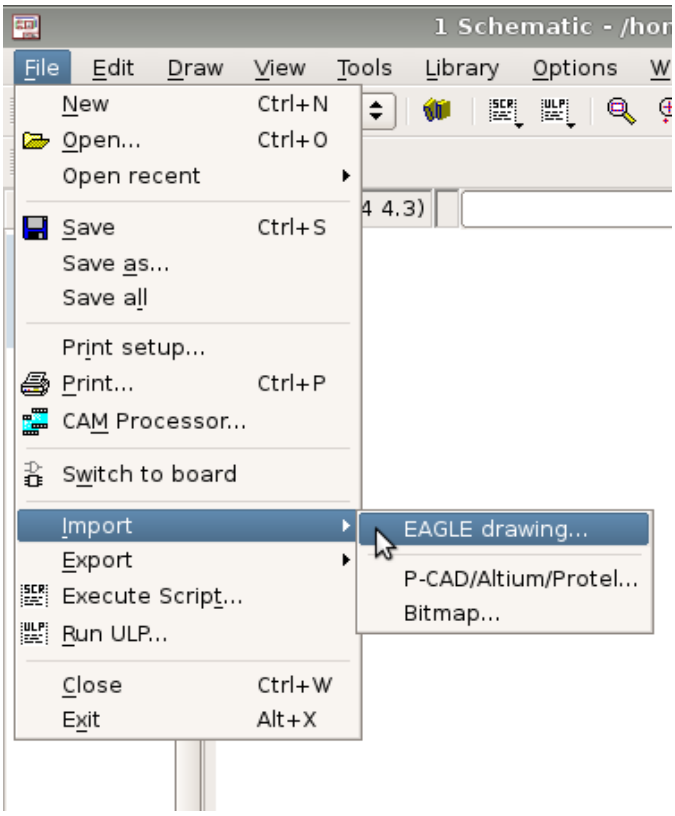

Figure 13: import EAGLE drawing
1) Go to `File|Import|EAGLE drawing` and select the “PIO_connector” as the first sub module to be imported (Figure 13 and 14).